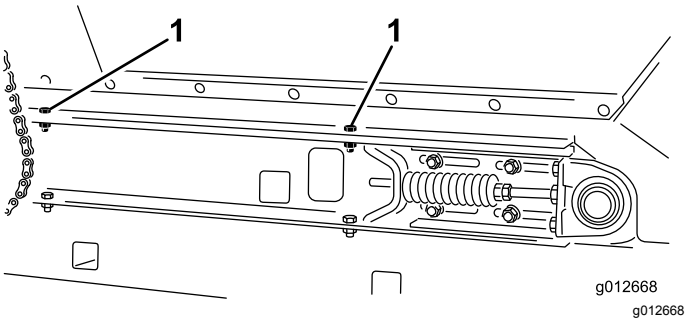

Figure 31
2. At each side of machine, remove 2 capscrews, 2 washers, and 2 locknuts that secure the hopper to slider-frame rails (Figure 31).